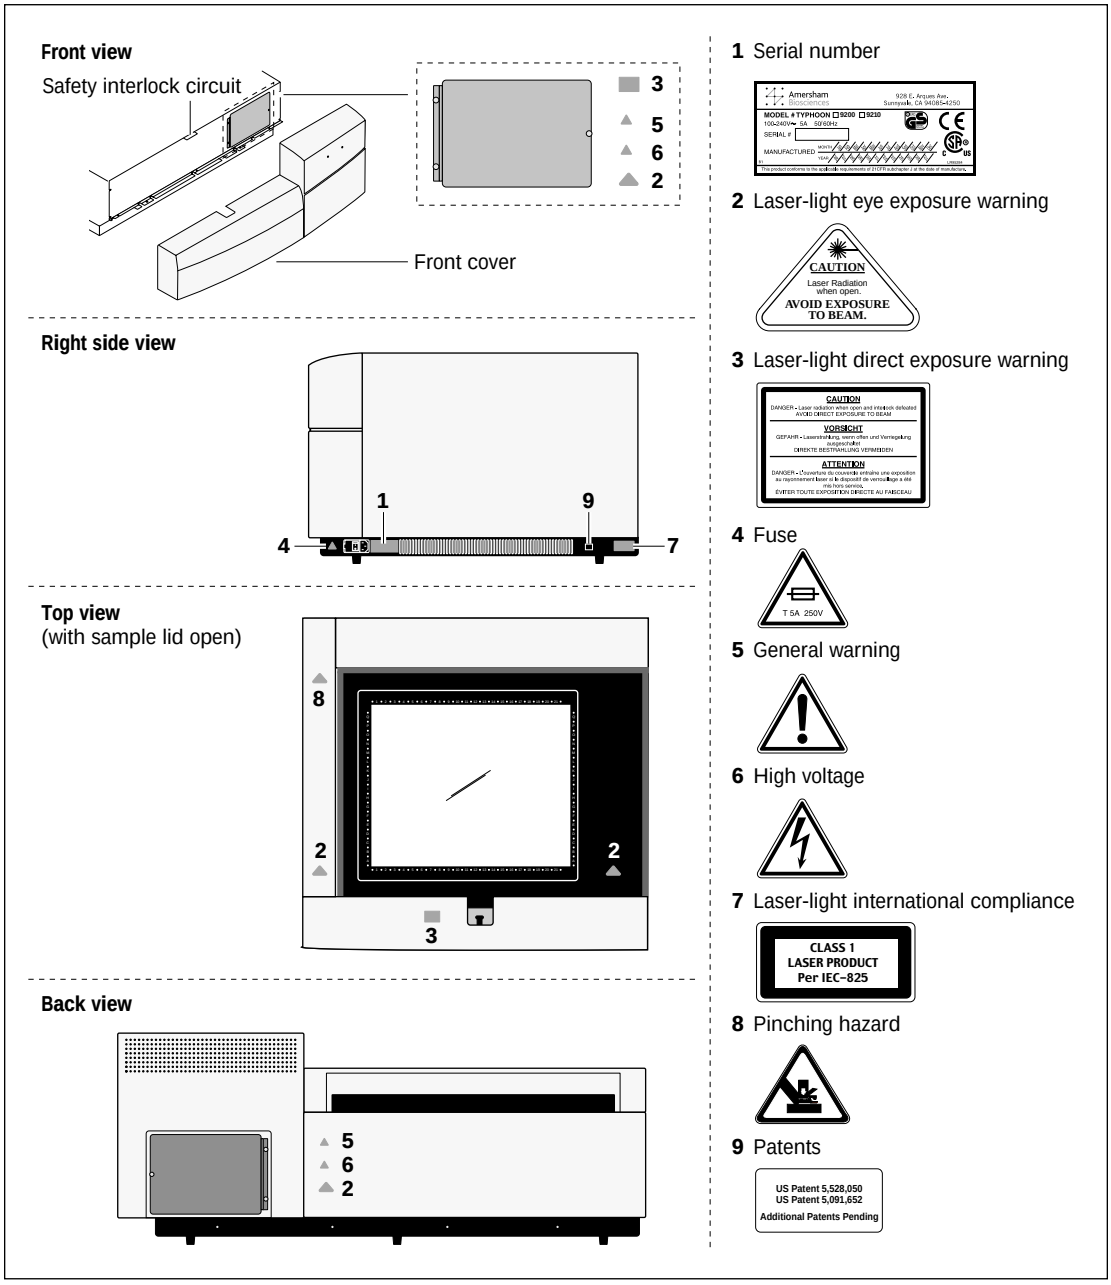

Figure 2-2. Location of important labels on the Typhoon instrument.
When you call Technical Support, you will be asked for the serial number of your instrument. The serial number of the Typhoon instrument is shown in the Scanner Information area of the Scanner Control window (figure 2-1a) and on the serial number certification label (figure 2-1b). The serial number certification label also displays the model number of the instrument and the Center for Devices and Radiological Health (CDRH) compliance information. The label is located on the lower right side of the Typhoon instrument near the plug. Figure 2-2 shows the locations of all the labels on the Typhoon instrument.
Figure 2-6 displays the high-voltage warning label on the Typhoon instrument. See figure 2-2 for the location of the label.
Figure 2-6 displays the high-voltage warning label on the blue laser module. See figure 2-2 for the location of the label.
The safety interlocks (figure 2-2) in the Typhoon instrument are designed to prevent you from being exposed to the laser beams. If you open the sample lid while the scanner is in operation, the laser shutter closes and blocks the light from the lasers.
The labels shown in figure 2-8 warn of exposure to laser light. The locations of the labels are shown in figures 2-2 and 2-3.
- Do not remove the front cover (figure 2-2) of the Typhoon instrument except to install or remove optical (emission) filters. There are no other user-serviceable components inside, and you can be exposed to laser light.
- Do not defeat the safety interlocks of the sample lid (figure 2-2). The safety interlocks are designed to protect you from exposure to the laser light. If you lift the sample lid during a scan, the safety interlocks signal the laser shutters to close and block the light from the lasers.